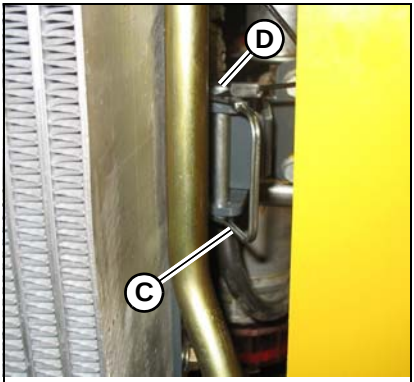

Figure 92 – Radiator Latch
a. Pull down on spring pin lock (C, Figure 92) to release pin (D). Lift pin (D) out of the bracket.
c. When engine maintenance is complete, return the radiator back to the closed position and secure it in place with pin (D). Lock pin (D) in the bracket with spring pin lock (C).